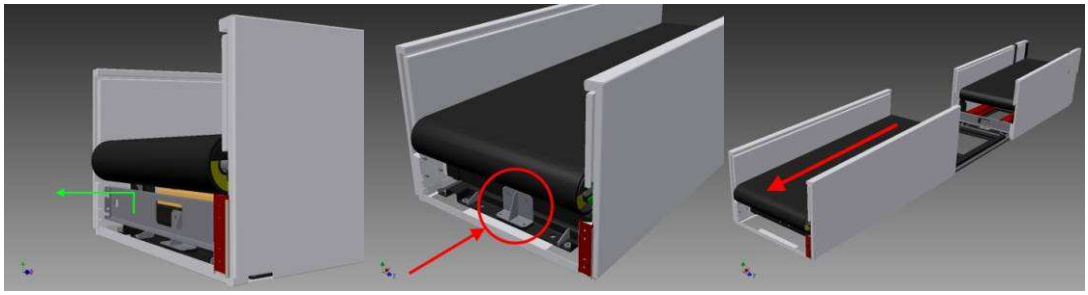

Figura 7-Estrazione nastro
- Prima di estrarre il carrello interessato rimuovere il blocco (vedi Figura 7 SX),. estrarre parzialmente il carrello (20 cm circa)
2. Estrarre il carrello interessato Figura 7 DX (se necessario ripetere le operazioni 4,5,6 per le unità nastro successive)
4. Prima di estrarre il carrello interessato rimuovere i blocchi (vedi Figura 7 SX), estrarre parzialmente il carrello (20 cm circa)
6. Estrarre il carrello interessato Figura 7 DX (se necessario ripetere le operazioni 4,5,6 per le unità nastro successive)
4. Prima di estrarre il carrello interessato rimuovere i blocchi (vedi Figura 7 SX),. estrarre parzialmente il carrello (20 cm circa)